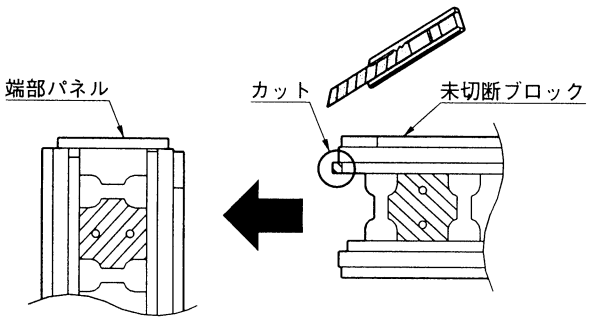
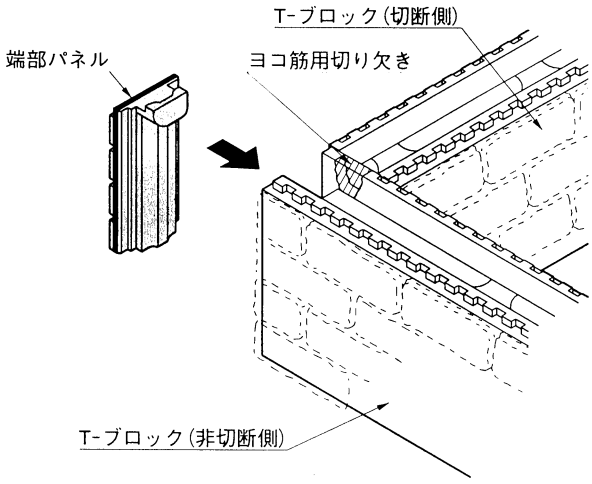

図10-1-1
図10-1-2
❶ ブロック同士をつき合わせて施工してください。つきあてる側のブロックの出っぱり部を、カッター等でカットしてください。(図10-1-1参照)
❷ 隠れない端面側は端部パネルを接着してください。(詳細は「9.端部の処理」を参照してください。)
❸ ヨコ筋の入る偶数段および最上段は、ブロックにヨコ筋用切り欠きが必要です。(図10-1-2参照)